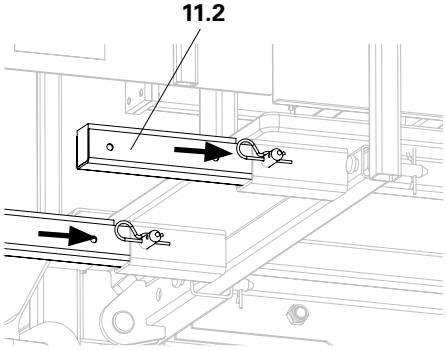

Fig. A3.05a
1. Insérer les rallonges de plate-forme MXP (11.2) dans la face avant de la passerelle et bloquer à l'aide d'un axe et d'une goupille de sécurité. (Fig. A3.05a)